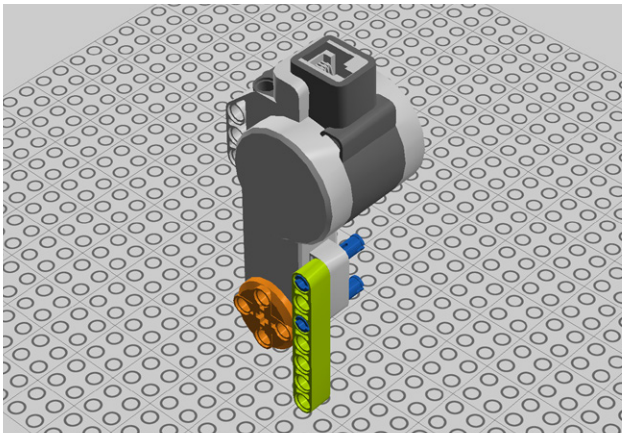

Figure 9-90. *Step 85: Adding a 7M beam*
85. Attach a 7M beam to the 3M pegs on the motor (Figure 9-90).